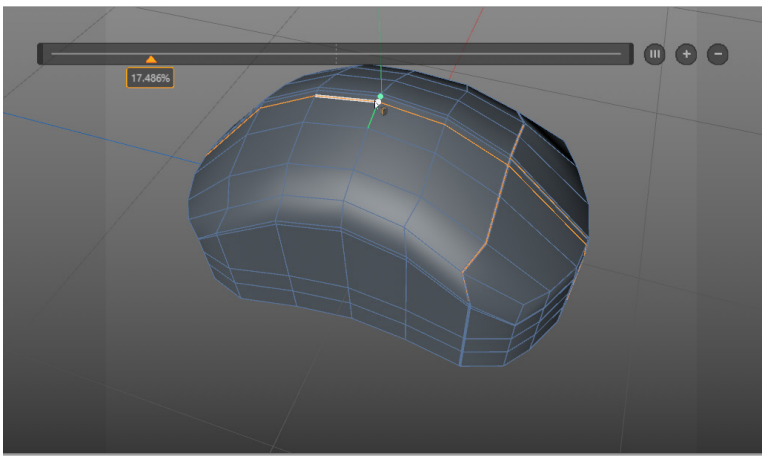

***Figure 3-52** The slider displayed at the top of the viewport*
When you create an edge loop using the **Loop/Path Cut** tool, you can interactively slide the edge loop using the slider that appears at the top of the viewport, refer to Figure 3-52.
*2. The slider has 3 buttons at its right. The first button is used to get the pointer exactly at the center of the slider that allows you to create an edge at the center of the green line, refer to Figure 3-52. The second button is used to add one more edge to the edges created using the **Loop/Path Cut** tool. The third button is used to remove an edge from the edges created using the **Loop/Path Cut** tool.*